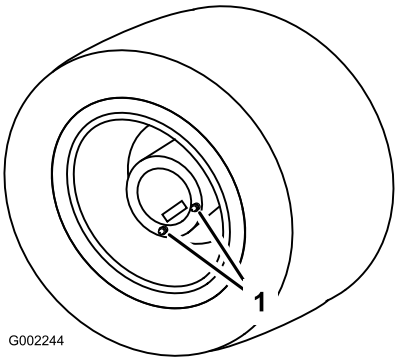

Figuur 80
1. Parkeer de spuitmachine op een horizontaal oppervlak met de achterwielen zodanig geplaatst dat de olie kan worden afgetapt (Figuur 80).
3. Plaats een opvangbak onder de aftappluggen en verwijder deze uit het wiel (Figuur 80).